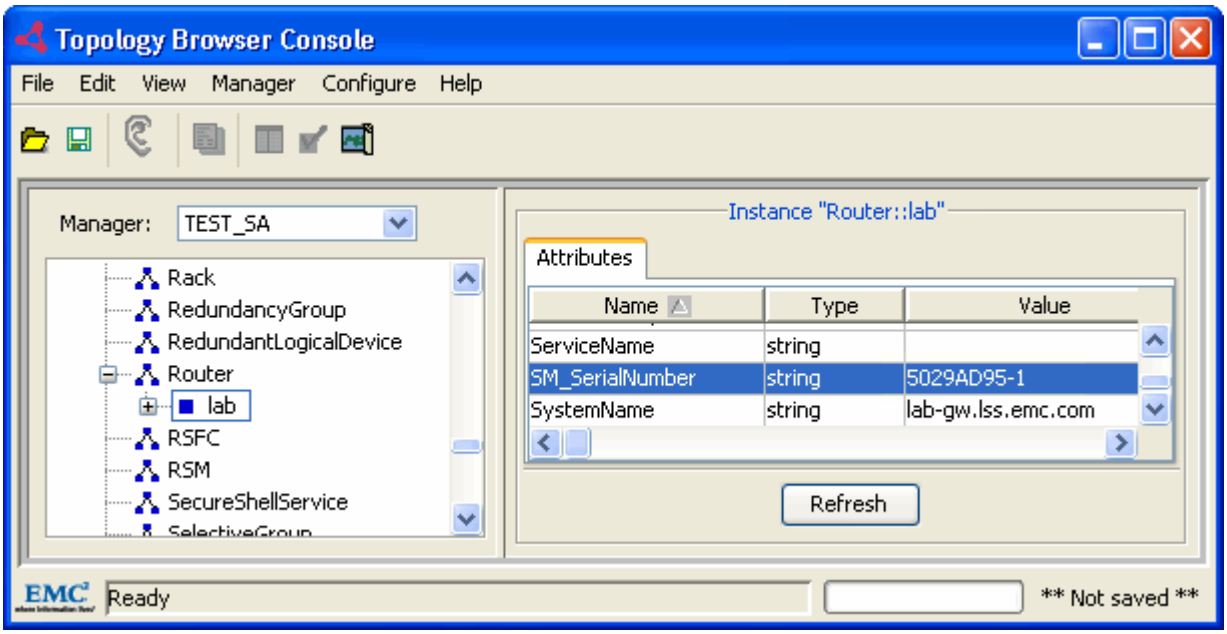

Figure 9 SM_SerialNumber in the TEST_SA Global Manager
2. In the Topology Browser Console, verify that the SM_SerialNumber attribute has been added to the Router class, as shown in Figure 9 on page 50.